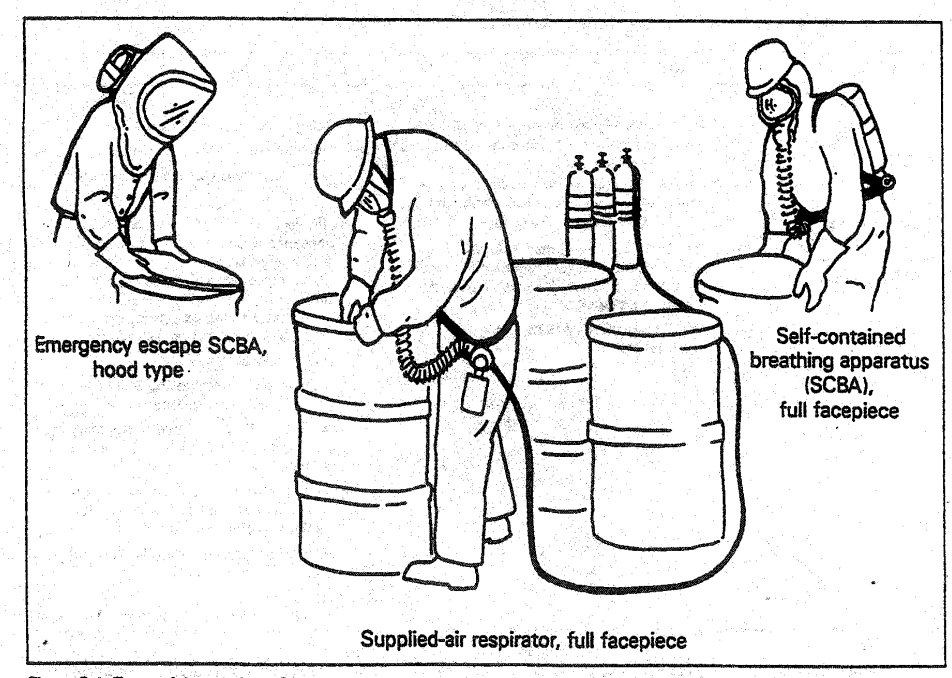

Figure 8-1. Types of Atmosphere-Supplying Respirators.
Respiratory protection is of primary importance since inhalation is one of the major routes of exposure to chemical toxicants. Respiratory protective devices (respirators) consist of a facepiece connected to either an air source or an air-purifying device. Respirators with an air source are called atmosphere-supplying respirators (Figure 8-1) and consist of two types:
A self-contained breathing apparatus (SCBA) usually consists of a facepiece connected by a hose and a regulator to an air source (compressed air, compressed oxygen, or an oxygen-generating chemical) carried by the wearer (see Figure 8-1). Only positive-pressure SCBAs are recommended for entry into atmospheres that are immediately dangerous to life and health (IDLH). SCBAs offer protection against most types and levels of airborne contaminants. However, the duration of the air supply is an important planning factor in SCBA use (see *PPE Use* later in this chapter). This is limited by the amount of air carried and its rate of consumption. Also, SCBAs are bulky and heavy, thus they increase the likelihood of heat stress and may impair movement in confined spaces. Generally, only workers handling hazardous materials or operating in contaminated zones require SCBAs. Under MSHA regulations in 30 CFR Part 11.70(a), SCBAs may be approved (1) for escape only, or (2) for both entry into and escape from a hazardous atmosphere. The types of SCBAs and their relative advantages and disadvantages are described in Table 8-3.
Supplied-air respirators (also known as air-line respirators) supply air, never oxygen, to a facepiece via a supply line from a stationary source (see Figure 8-1). SARs are available in positive-pressure and negative-pressure modes. Pressure-demand SARs with escape provisions provide the highest level of protection (among SARs) and are the only SARs recommended for use at hazardous waste sites. SARs are not recommended for entry into IDLH atmospheres (MSHA/NIOSH 30 CFR Part 11) unless the apparatus is equipped with an escape SCBA.